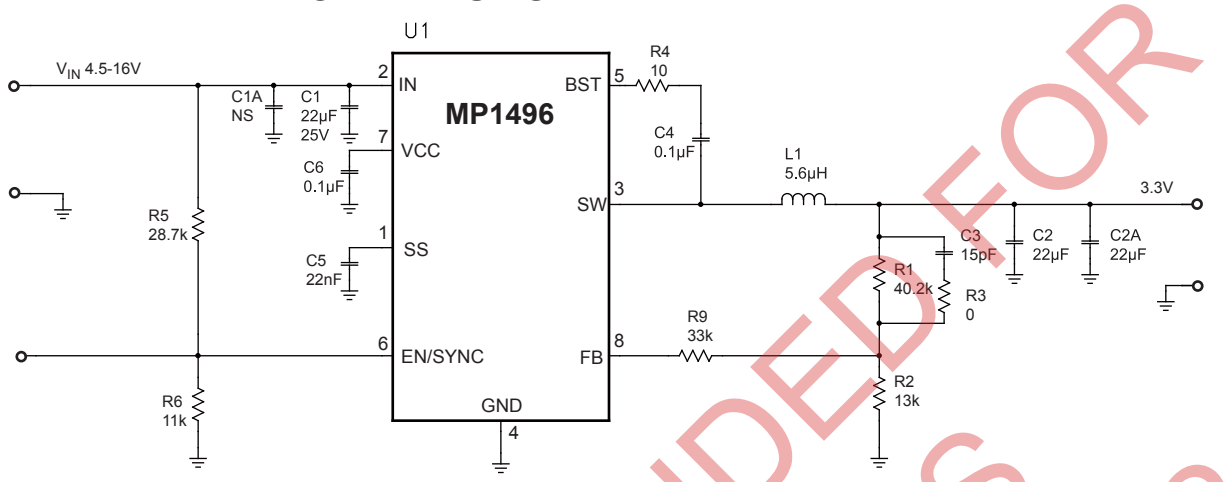

Figure 6: 12V_{IN}, 3.3V/2A
8) The recommended layout is based on the Figure 6 Typical Application circuit on the last page.